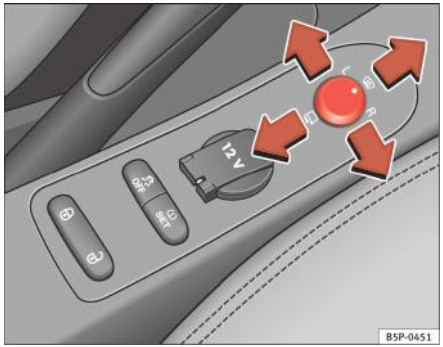

Fig. 85 Butoanele pentru reglarea oglinzilor exterioare
1. Rotiți butonul ⇒ pagina 135, fig. 85 în poziția **L** (**oglinda exterioară din stânga**).
– Rotiți butonul în poziția centrală ⇒ pagina 135, fig. 85 (1) pentru activarea funcției de încălzire a oglinzilor retrovizoare şi a funcției de încălzire a parbrizului* în zona de repaus a lamelor ştergătoarelor. ⇒ pagina 131
– Pentru plierea oglinzilor exterioare, rotiți butonul ⇒ pagina 135, fig. 85 în poziția . Pliați întotdeauna oglinzile exterioare când traversați o spălătorie automată. În acest mod preveniți deteriorările.